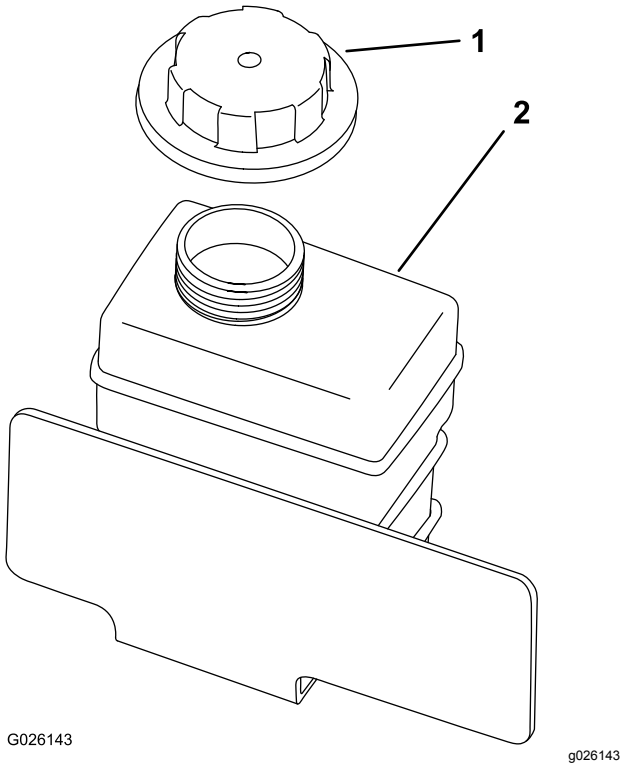

Figur 19
2. Kontroller kølervæskestanden i reservetanken (Figur 19).